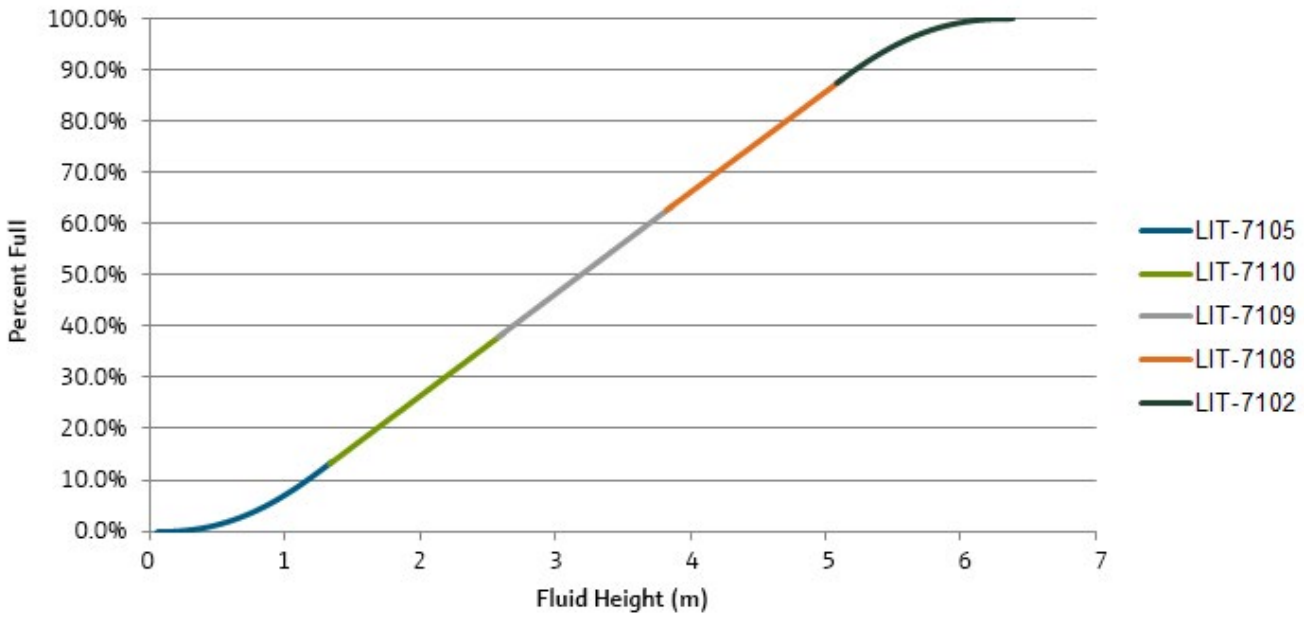

Figure 5 - Tank Capacity Table accounting for the 1° slope of the storage tube
level transmitters (LIT) as shown in Figure 4. We solved this challenge leveraging one of the required construction steps, the hydrotest. During the hydrotest a spare Coriolis was used to measure the corrected volume of hydrotest fluid as the tubes were being filled. Onsite Endress+Hauser technicians, utilizing a data acquisition system called Memograph, monitored the in-flowing volumetric flow and the level measurement of each of the five (5) Levelflex transmitters. Determining the tank capacity tables this way ensured that the level at each on the level transmitters versus volume would be known. This approach had minimal impact on the construction plan as we utilized an already planned step in the project — the hydrotest — in order to get determine the volume. One phase of construction yielded two results, hydrotest and tank capacity tables, the resulting TCT is shown in Figure 5.